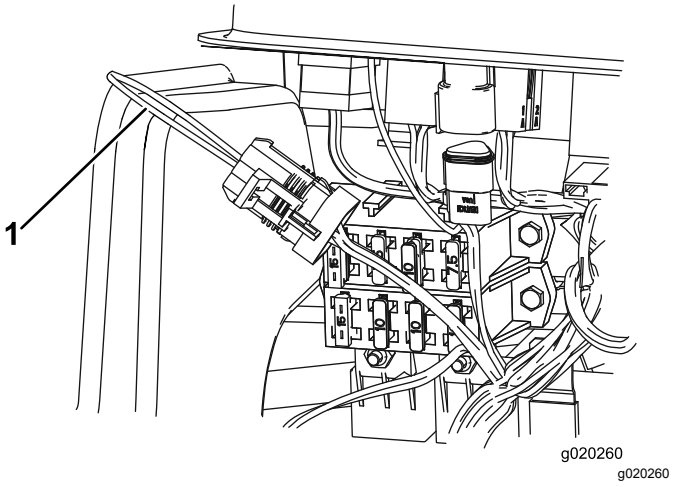

**Figur 41**
3. Lokalisera kablaget och loopbackanslutningen (Figur 41).